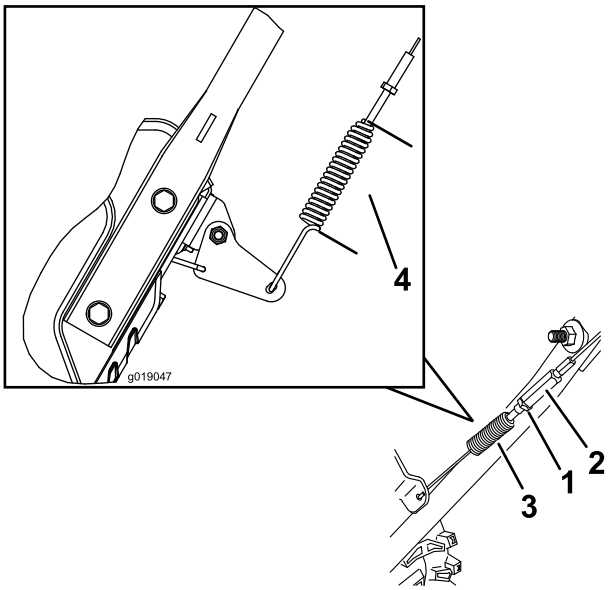

Figur 40
3. Løsne eller stram til spennmutteren for å justere fjærlengden til 7 cm (Figur 40).
4. Stram låsemutteren (Figur 40). Påse at det er litt spenning i kabelen.